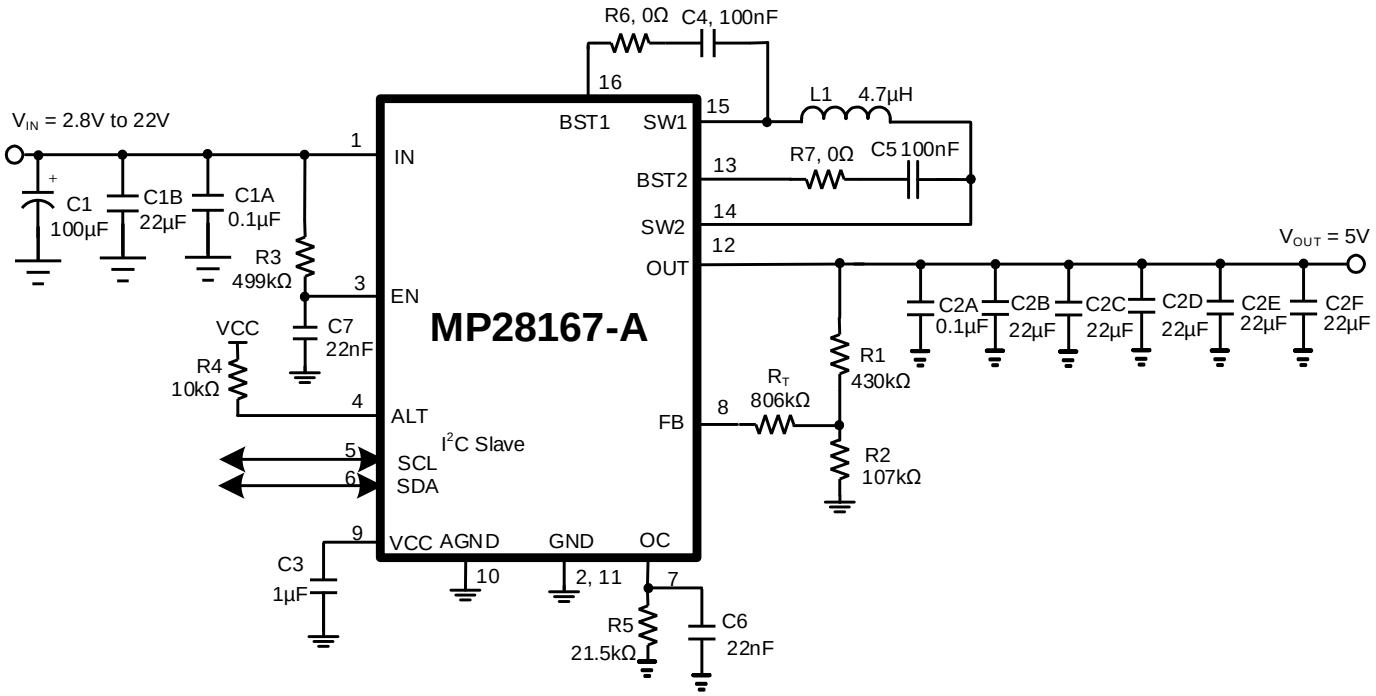

Figure 17: Typical Application Circuit for 5V V_{OUT}
11) The recommended layout is based on the Typical Application Circuit (see Figure 17).